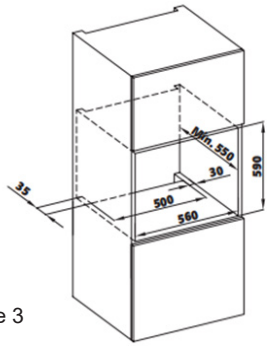

Figure 3
- L'armoire doit être conforme aux dimensions indiquées à la figure 3. Dans la partie arrière de la cabine, ainsi qu'en haut et en bas, des espaces libres aux dimensions spécifiées dans la figure doivent être garantis pour assurer la ventilation nécessaire.